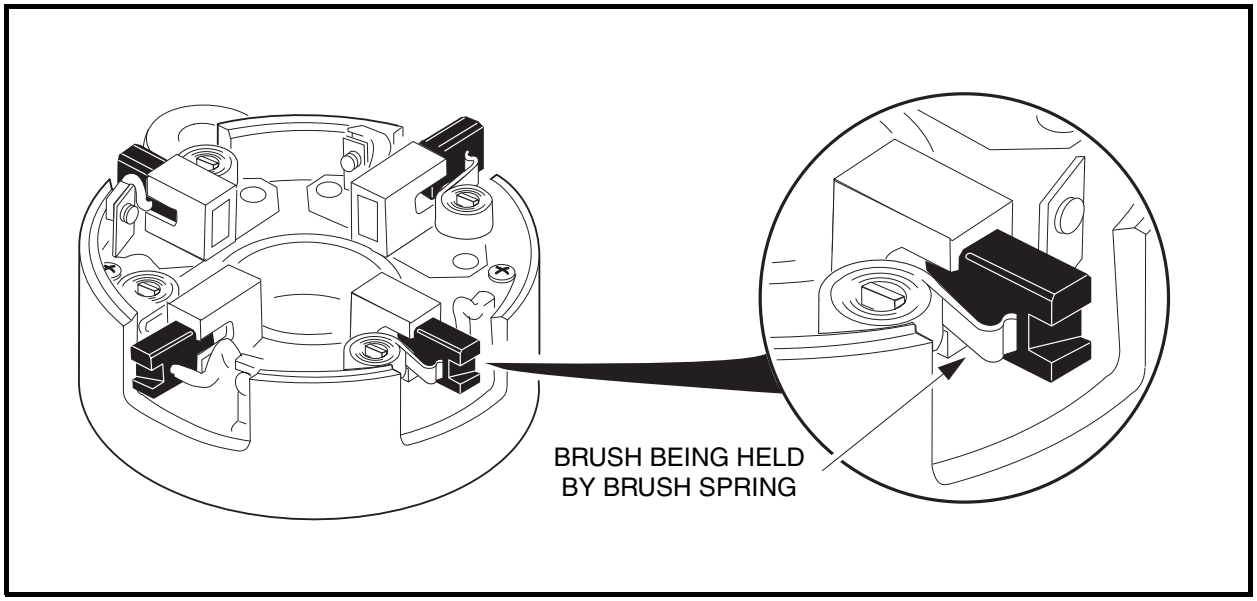

Figure 12-6 Pull Brushes Away from Center of the Commutator End Cover
NOTE: *If the brushes are not removed, contact between the brushes and commutator as the commutator end cover is being removed or installed could damage the brushes. Lift the brush springs out of the notches in the brushes and pull the brushes back from the center of the commutator end cover. The springs will rest on the sides of the brushes and help prevent them from sliding towards the center of the cover* ***(Figure 12-6, Page 12-4)****.*
2. To prevent contact between the brushes and commutator as the commutator is installed, and possible damage to the brushes, lift the brush springs out of the notches in the brushes and pull the brushes back from the center of the commutator end cover. The springs will rest on the sides of the brushes and help prevent them from sliding towards the center of the cover **(Figure 12-6, Page 12-4)**.
1.1. Lift the brush springs out of the notches in the brushes and pull the brushes back from the center of the commutator end cover. The springs will rest on the sides of the brushes and help prevent them from sliding towards the center of the cover **(Figure 12-6, Page 12-4)**.
8. To prevent contact between the brushes and commutator as the commutator cover is installed, and possible damage to the brushes, lift the brush springs out of the notches in the brushes and pull the brushes back from the center of the commutator end cover. The springs will rest on the sides of the brushes and help prevent them from sliding towards the center of the cover **(Figure 12-6, Page 12-4)**.